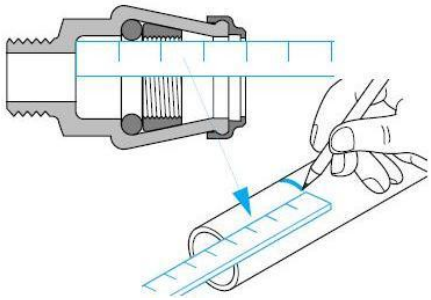

Figura 2
2. Marcare la profondità d'innesto sul tubo (v. Figura 2)